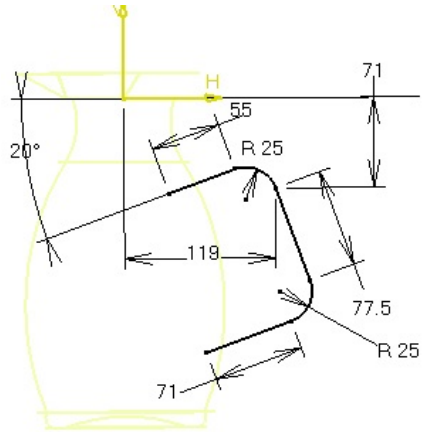

Figure 10-65 *The guide for the sweep surface*
f. Draw the sketch to create the sweep profile, refer to Figures 10-65 and 10-66.
2. Draw the sketch for the guide curve, as shown in Figure 10-65.